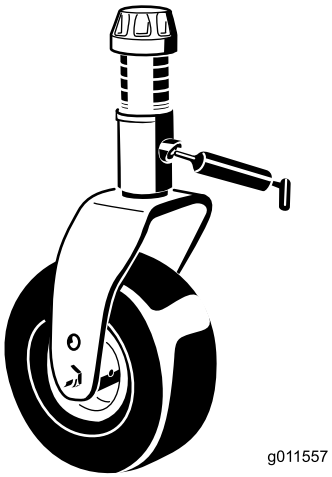

Figuur 45
- Lagerbus van as van zwenkwielvork (1) (Figuur 45)
- Lagerbussen van draaipunt van arm van spanpoelie (1) (onder de arm van de spanpoelie)